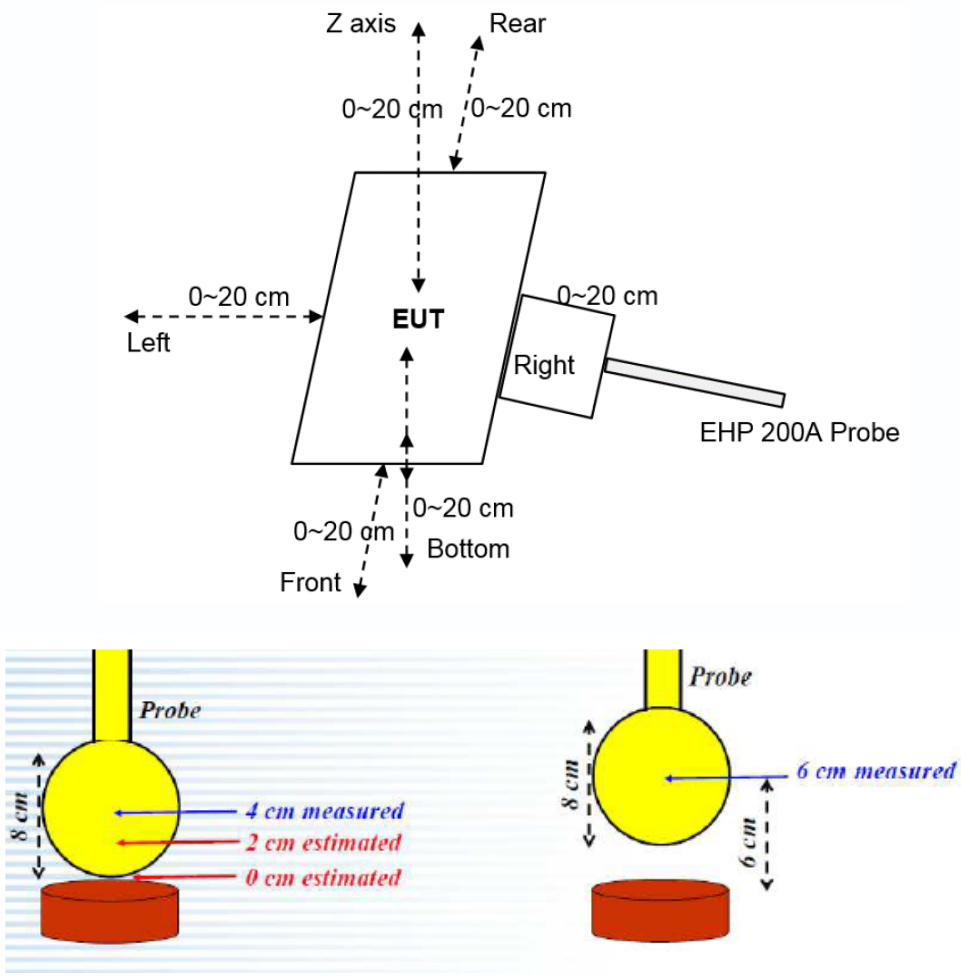

Figure 1
2) “Large size” probes may prevent the measurement of E- and/or H-fields near the surface of the radiating structure (e.g., a WPT source coil), as in the example shown in Figure 1.
These estimates shall include points spaced no more than 2 cm from each other. Thus, in the example of Figure 1, at least the estimates at 0 cm2 and 2 cm are required, while only one point would not be sufficient. In addition, the model needs to be validated through the probe measurements for the two
closest points to the device surface, and with 2-cm increments, as indicated in Figure 1. In that example, the same model must also be applied to the 4 cm and 6 cm positions, and then compared with the measured data, for validation purposes. The validation is considered sufficient if a 30% agreement between the model and the (E- and/or H-field) probe measurements is demonstrated. If such a level of agreement cannot be shown, a more accurate model (and/or a smaller probe) shall be used.